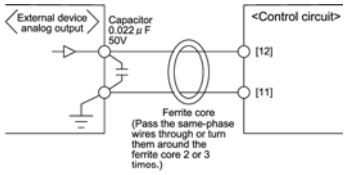

Figure 2.14 Example of Electric Noise Reduction</td></tr>
- When the inverter is connected to an external device outputting the analog signal, a malfunction may be caused by electric noise generated by the inverter. If this happens, according to the circumstances, connect a ferrite core (a toroidal core or an equivalent) to the device outputting the analog signal and/or connect a capacitor having the good cut-off characteristics for high frequency between control signal wires as shown in Figure 2.14.